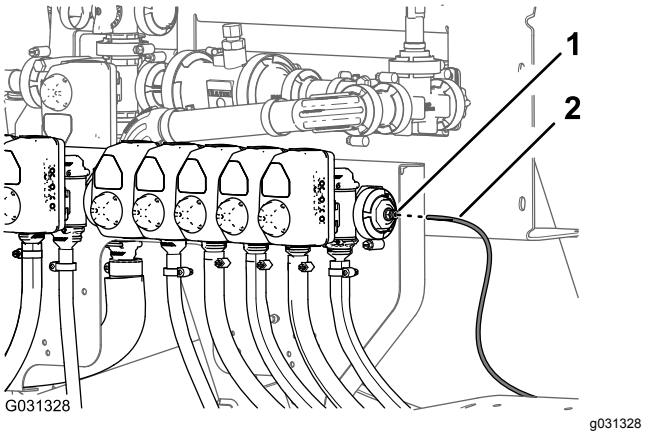

Figur 145
1. Rikta in änden på tryckgivarröret (plast) för instrumentbrädans tryckmätare mot låskragen för rörkopplingen (Figur 145).
2. För in givarröret i låskragen tills röret sitter ordentligt (Figur 145).